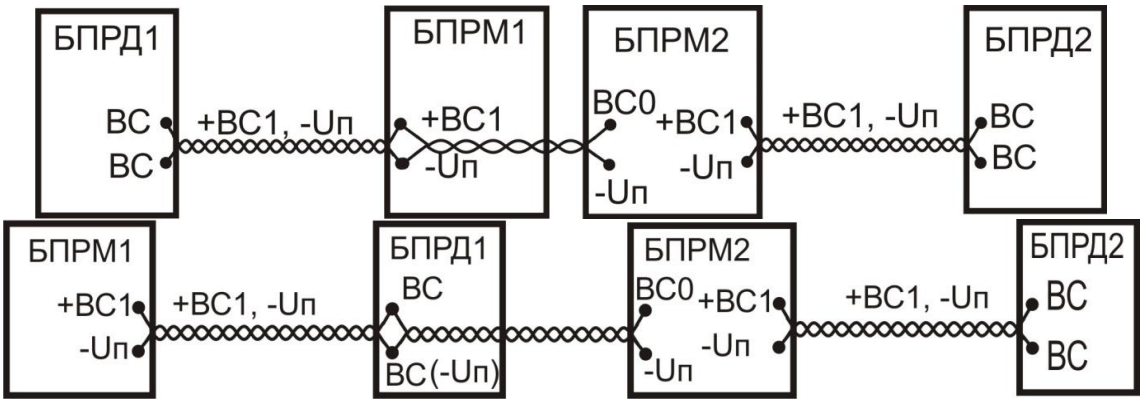

Рис.6.8
6.3.2.1 На тыльной стенке кожуха БПРД имеется окно встроенного светодиода 3 для визуального контроля работы, для чего к фирменному значку 2 на тыльной стенке БПРД необходимо приложить и удерживать во время контроля магнит 1 (см. рис.6.8). В случае нормальной работы БПРД, светодиод методично мигает с периодом около 1 сек. На тыльной поверхности БПРМ под защитной крышкой расположены три синих индикатора «0» (нулевой разряд сигнала), «1» (первый разряд), «2» (второй разряд) и двухцветный (синий/красный) «3» (3с/3к) {третий разряд/(Тревога)}, регулятор чувствительности извещателя «Рег». Крышка, обеспечивающая защиту органов управления и индикации от внешних воздействий, закрепляется на тыльной поверхности БПРМ двумя невыпадающими винтами. Вблизи индикатора «3» находится отверстие **инфракрасного датчика** положения крышки (открыта – закрыта). Извещатель формирует сигнал ТРЕВОГА размыканием выходного реле при открывании защитной крышки.
6.3.4.5 Для значительного снижения влияния внешних радиопомех любого происхождения необходимо включить проводную синхронизацию БПРМ и БПРД, для чего провода +ВС1 и –Uпит (-Uп) БПРМ соединить витой парой с проводами ВС собственного БПРД без соблюдения полярности. При проводной синхронизации и при возможной засветке смежными или соседними радиоволновыми извещателями ПРИЗМА (о чем свидетельствует частые «ложные» тревоги), необходимо включить взаимную синхронизацию данных извещателей. При этом активный выход +ВС1 (БПРМ1или при его трансляции через БПРД1) ведущего извещателя подключается к входу (+ВС0) ведомого извещателя (БПРМ2), в зависимости от расположения БПРМ2 (вблизи смежного БПРД1 или БПРМ1, см. рис. 6.8), т. е. на любом конце активного провода (+ВС1) синхронизации. Подключение должно также проводиться витой парой с проводом –Uпит (-Uп).